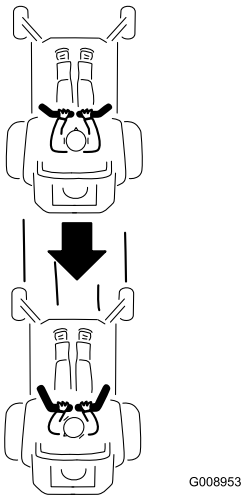

**Figur 20**
2. Når du skal rygge må du se bak deg og ned på bakken, mens du trekker bevegelseskontrollspakene sakte bakover (Figur 20).
Legg likt trykk på begge bevegelseskontrollspakene for å gå rett (Figur 20).